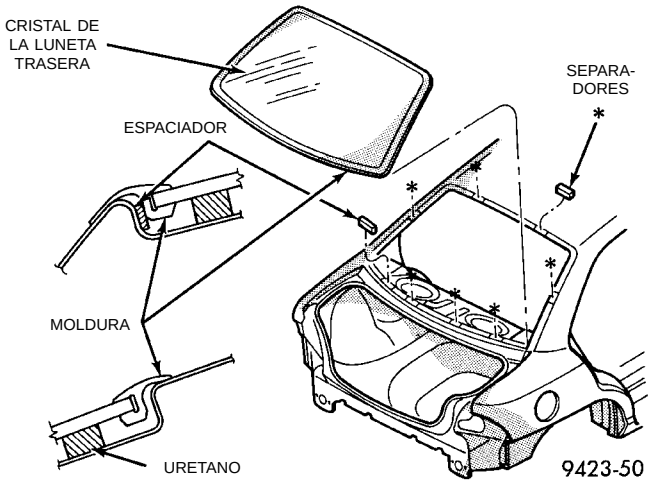

Fig. 8 Cristal de la luneta trasera
(1) Prepare el área de trabajo, la guía de la ventanilla y el cristal de la misma manera que se describió en la sección Parabrisas de este grupo.
(2) Coloque los separadores de guía en las posiciones que se muestran en (Fig. 8).
(3) Instale la moldura de la luneta trasera sobre el cristal.
(4) Aplique un reborde de 10 mm (0,4 pulgada) de uretano alrededor del perímetro del cristal.
(5) Instale el cristal de la misma manera que se describió en la sección Parabrisas de este grupo (Fig. 8).
(6) Conecte el cableado del desempañador de la luneta trasera y el tapizado interior.
(7) Una vez que el uretano se solidificó, pruebe con agua la luneta trasera para verificar la reparación. Verifique el funcionamiento del desempañador de luneta trasera. Consulte el Grupo 8N, Desempañador de luneta trasera.